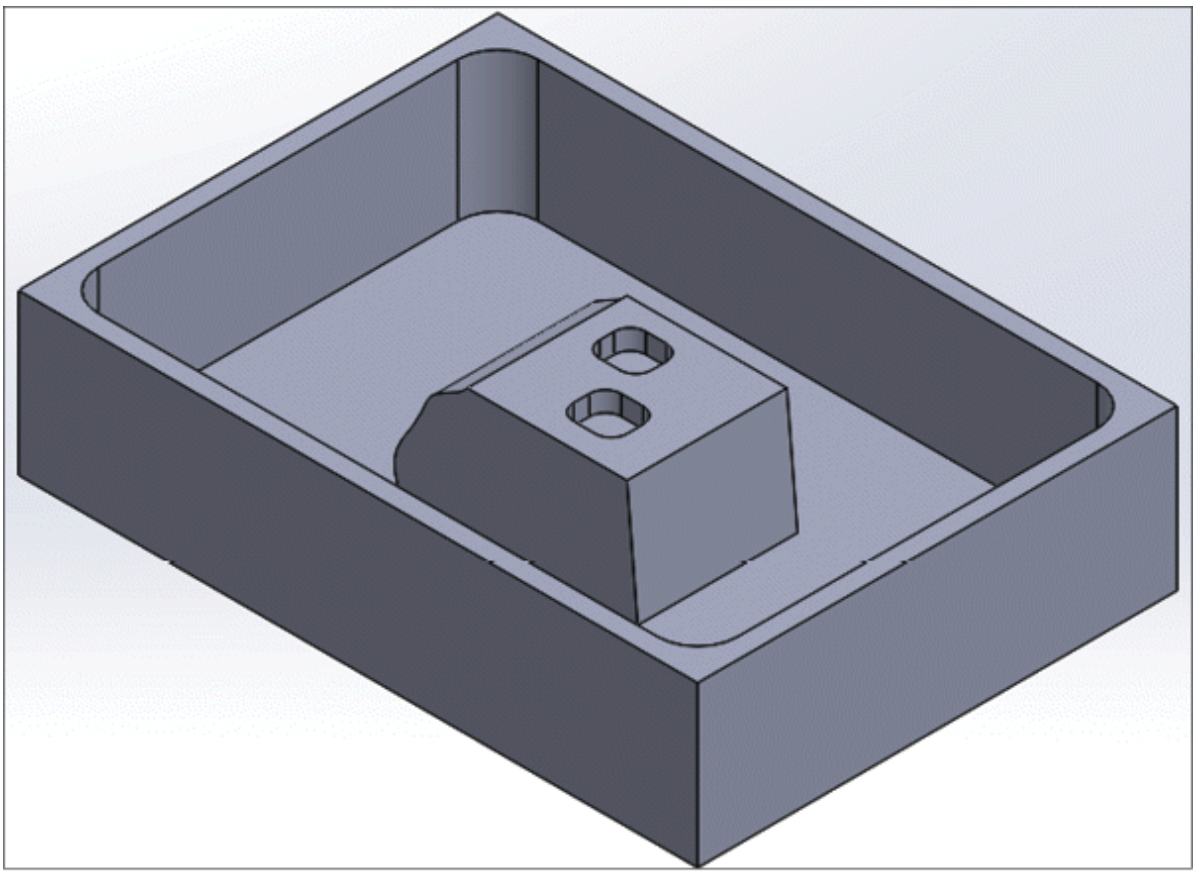

Figure-23. Part for Practical
Create a machining program for part given in Figure-23. The stock of part is a block of size 170x120x42. The controller for machine is Haas.
- Open the part for Practical 2 of this chapter from the resource kit. The part should display as shown in Figure-23.